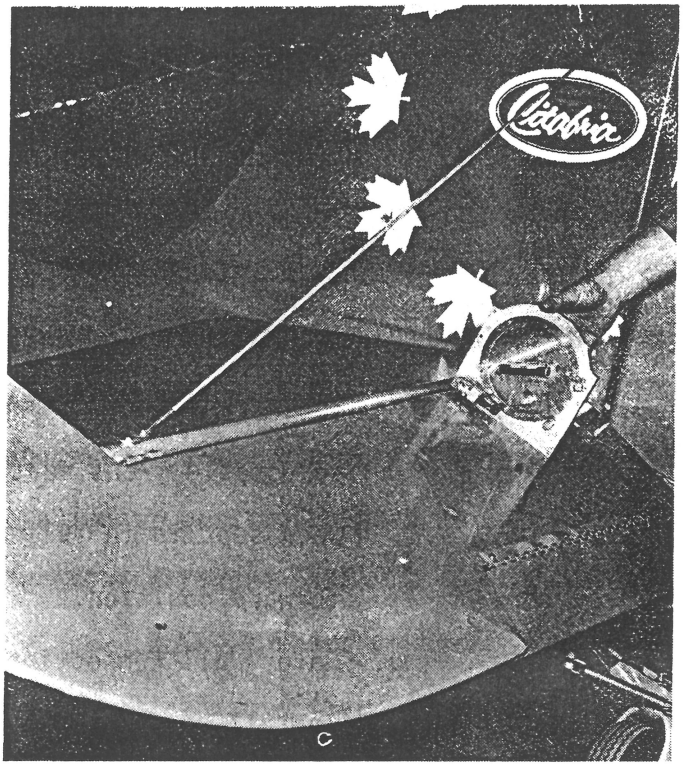

FIGURE 5-10.
d. Measure down travel (See Figure 5-10). Set travel with stop bolts on elevator horn.